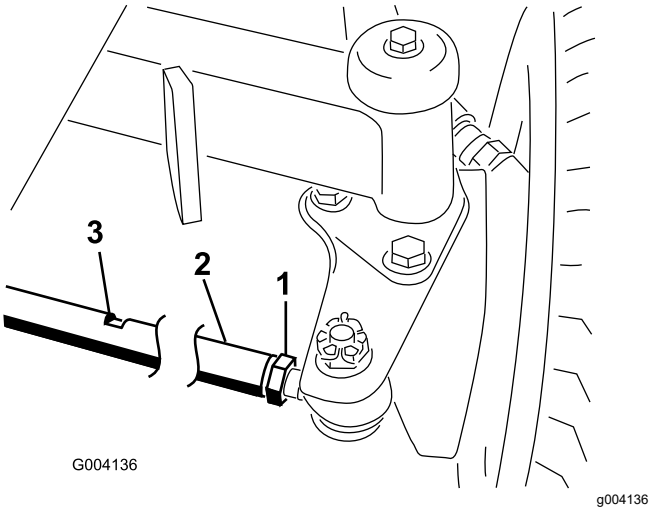

Figura 134
1. Slăbii contrapiuliţa de la fiecare capăt al tijei (Figura 134).